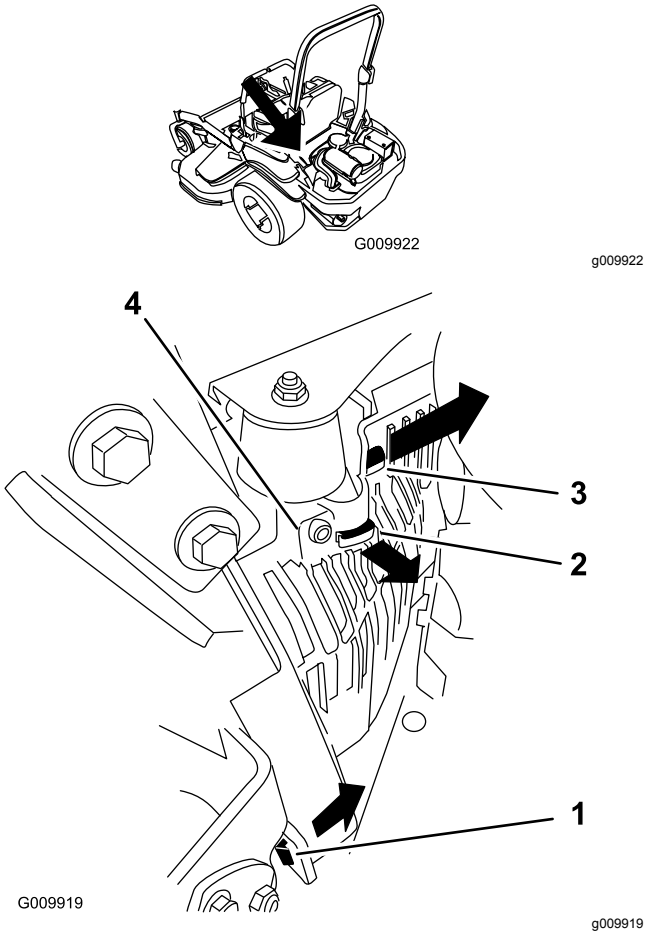

**Figuur 65**
3. Verwijder het scherm van de linker hydraulische eenheid volgens de procedure vermeld bij Figuur 65. Zo krijgt u toegang tot de voorste bougie.
5. Plaats het scherm van de linker hydraulische eenheid (Figuur 65).